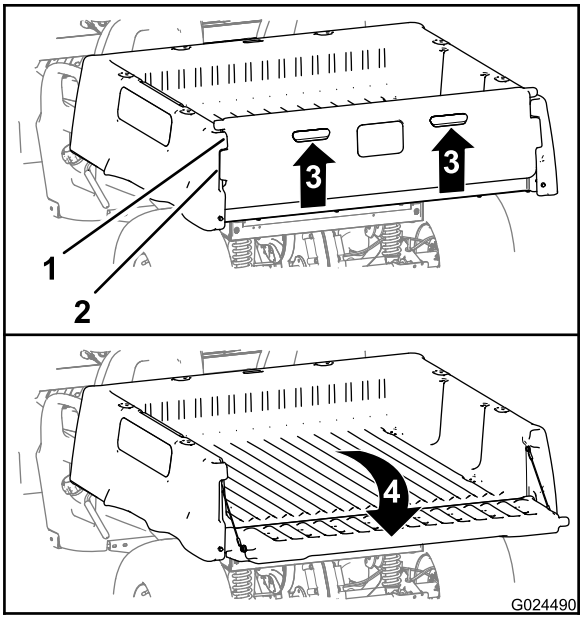

Figur 15
2. Lyft upp med hjälp av handtaget på flakskyddets bakpanel (Figur 15).
3. Rikta in flakskyddets låsflänsar efter öppningarna mellan lastflakets flakskyddsflänsar (Figur 15).
4. Fäll flakskyddet bakåt och nedåt (Figur 15).
6. Fäll flakskyddet uppåt och framåt tills flakskyddets låsflänsar är i linje med lastflakets flakskyddsfördjupning (Figur 15).
7. Fäll flakskyddet bakåt tills det sitter på plats bak på lastflaket (Figur 15).